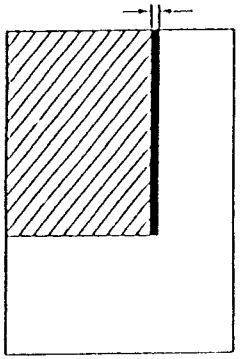

Рис. 1. Границы черной полосы
4. Проверьте, что ширина полосы лежит в пределах от 0 до 2 мм (Рис. 1).